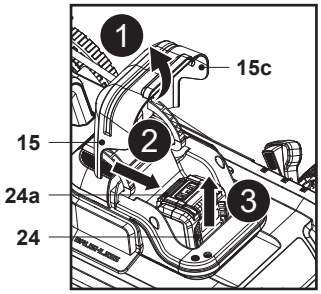

**Fig. 9**
1. Levante a tampa magnética (15c) e abra a tampa do compartimento da bateria (15) (Fig. 9, passo 1).
2. Prima o botão de desbloqueio (24a) para desbloquear o trinco da bateria (24) (Fig. 9, passo 2).
3. Faça deslizar a bateria (24) para fora do compartimento (Fig. 9, passo 3).
4. Feche cuidadosamente a tampa do compartimento da bateria (15).